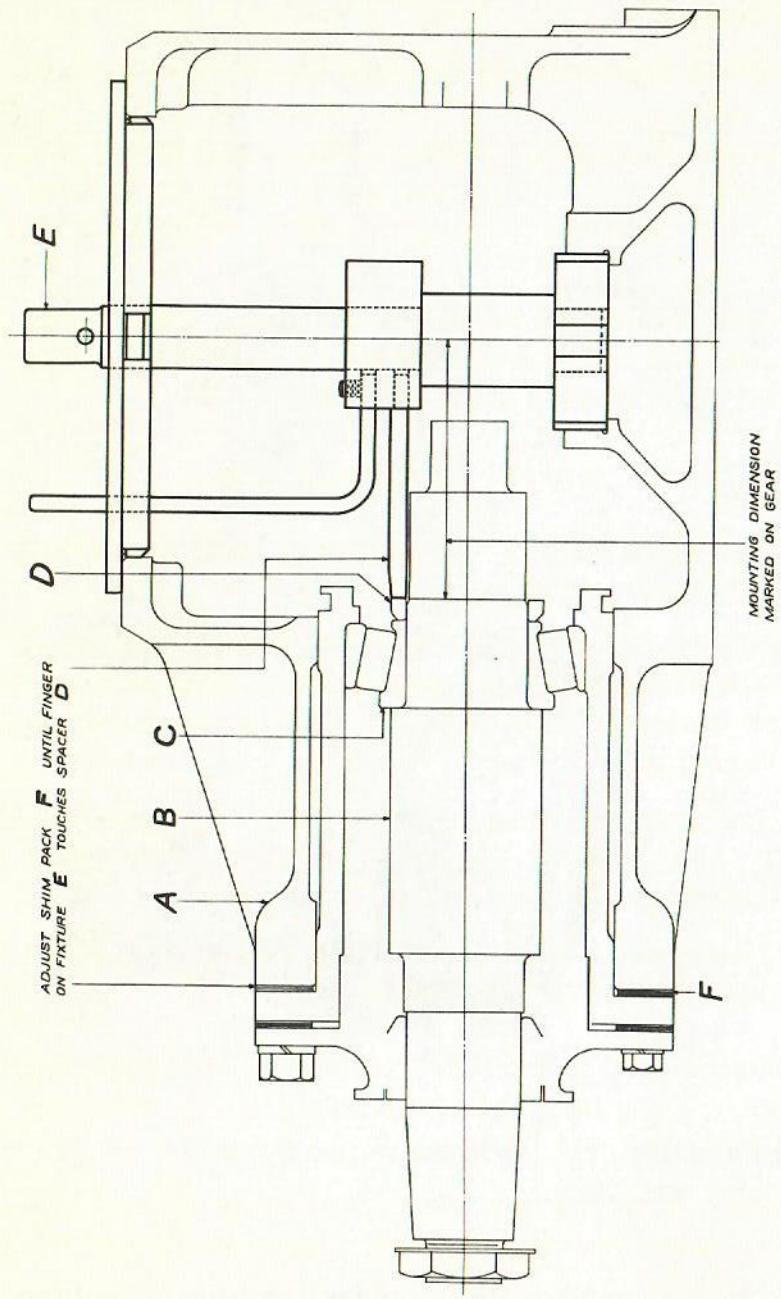

Fig. 5-12
7. Install mounting fixture, Cat. 6744046G1 in place of vertical shaft (only if new gears are being assembled). See Fig. 5-12. With lower end of fixture mounted in bottom bearing housing of vertical shaft and upper ring registering in top housing bore, use pointer on fixture with feelers to obtain correct dimension from centerline of vertical shaft to face of spacer on horizontal shaft. Adjust shim pack between sleeve flange and gear box to produce the dimension marked on the gear within limits of plus or minus 0.001 inch.
6. Install mounting fixture, Cat. 6744046G1 in place of vertical shaft (only if new gears are being assembled). See Fig. 5-12. With lower end of fixture mounted in bottom bearing housing of vertical shaft and upper ring registering in top housing bore, use pointer on fixture (with feelers) to obtain correct dimension from centerline of vertical shaft to face of spacer on horizontal